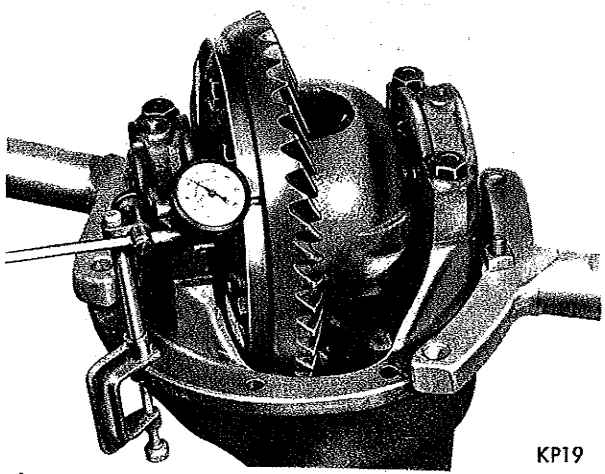

*Fig. 15—Checking for Runout and Zero End Play*
(1) Mount carrier in Stand DD-1014 and attach dial indicator Tool C-430 or Tool C-3339 to differential carrier flange in a position so pointer of indicator squarely contacts back face of ring gear (Fig. 15). With a screw driver positioned between bearing cap and differential case flange, then using a prying motion determine if side play is present. If side play is evident, remove adjuster lock and loosen adjuster slightly and retighten adjuster sufficiently to eliminate side play.
(2) Rotate drive gear several complete revolutions while noting total indicator reading. Mark drive gear and differential case at point of maximum runout. The